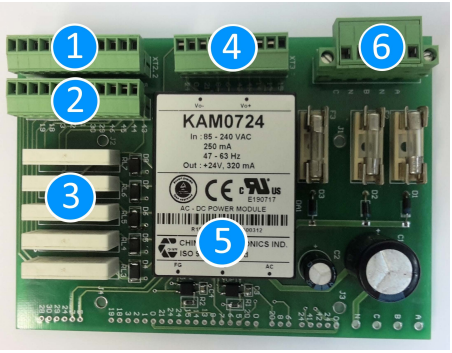

Рис. 5. Плата питания и согласования (ППС)
- Плата питания и согласования (ППС) (Рис. 5)